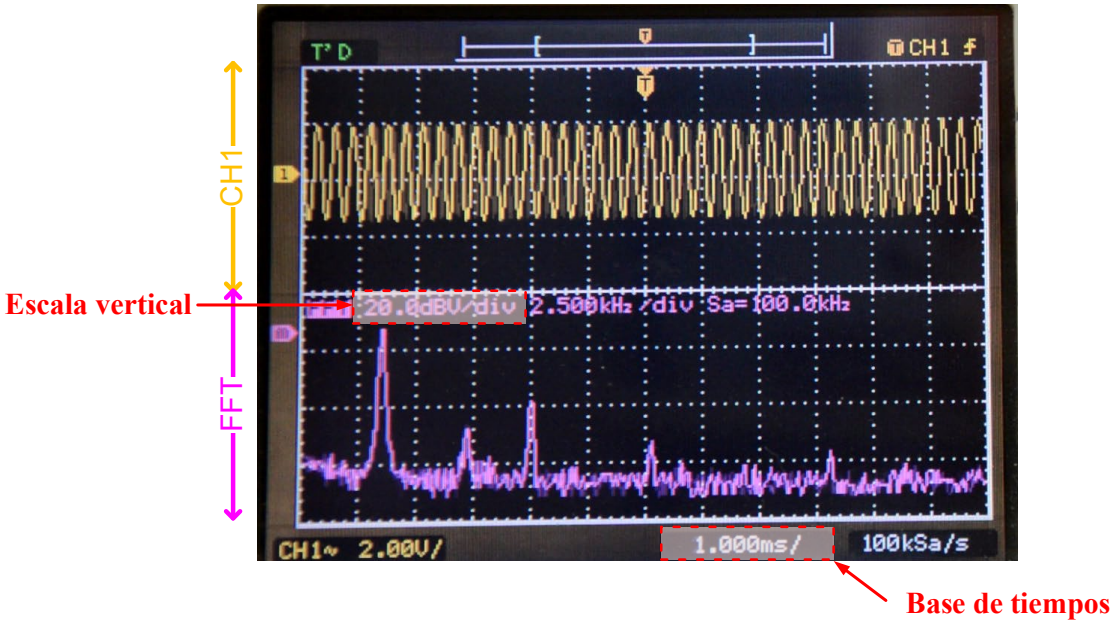

Figura VI.5. *FFT de la señal de entrada CH1.*
4. Como resultado (figura VI.5), la pantalla del osciloscopio es dividida en dos mitades: la superior representa la señal de entrada (CH1) y la inferior la FFT.
b. Aumentar la señal FFT para que ocupe toda la mitad de la pantalla tal como se muestra en la figura VI.5. Para ello, hay que combinar estos dos comandos:
6. Comprobar, tal como se indica en la figura VI.5, que la base de tiempos está puesta a **1.000ms** y el factor de escala vertical a **20.0dBV/div**.